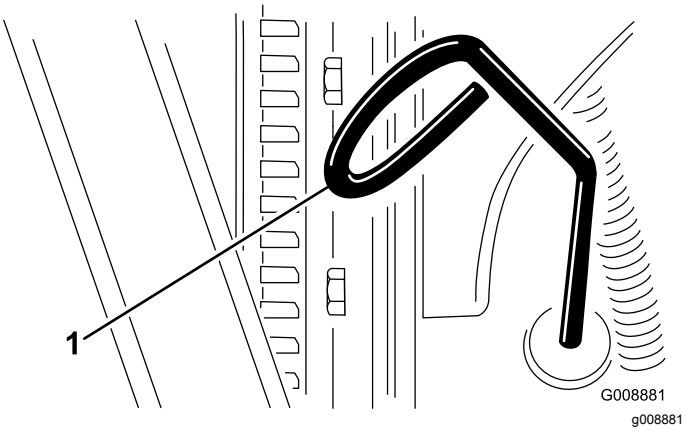

Figur 43
3. Fjern målepinden, tør den af, og sæt den tilbage igen (Figur 43).